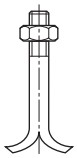

Fig. 9: Анкерные болты
- Ввести анкерные болты (см. Fig. 9) в предусмотренные для этого отверстия.